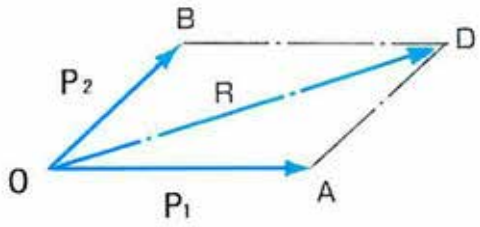

Fig. 8-4 Regra do paralelogramo de forças
A Fig. 8-4 ilustra como encontrar a força resultante (R) das duas forças (F1 e F2) que operam em direções diferentes no ponto O.
Para encontrar uma força aplicada nas cordas, a regra do paralelogramo de forças mostrada na Fig. 8-4 é usada na sequência inversa.